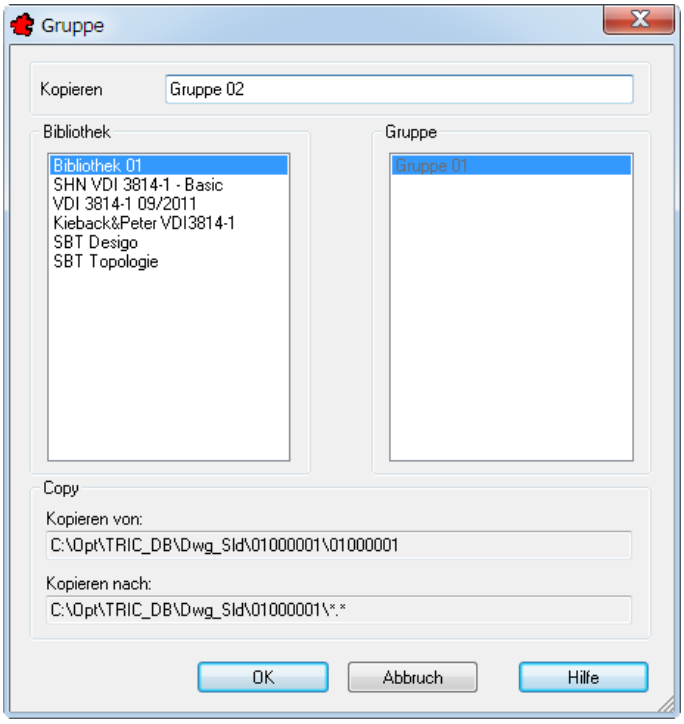

Bild 27.36 – Gruppen lassen sich auch in andere Bibliotheken kopieren
- Das Dialogfeld *Gruppe* erscheint. Wählen Sie im Listenfeld *Bibliothek* das Ziel der Kopie, hier die *Bibliothek 01*. Rechts werden die in dieser Bibliothek abgelegten *Gruppen* aufgeführt (Abb. 27.36).